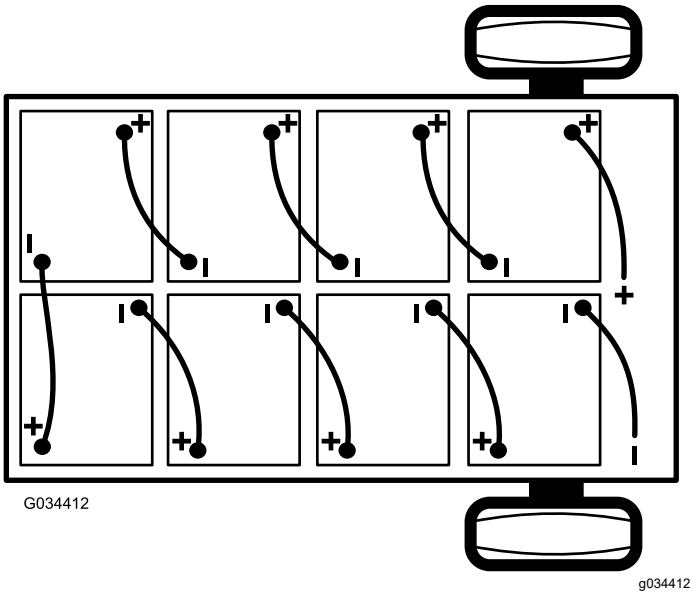

Figur 42
2. Koble fra den negative hovedbatterikabelen (svart) som kobler batteriene til maskinens jordingspunkt (Figur 42).
3. Koble fra den positive hovedbatterikabelen (rød) som kobler batteriene til maskinens hovedkontaktor (Figur 42).
Merk: Vær oppmerksom på batteripolariteten når du installerer de nye batteriene (Figur 42).
6. Koble batteriene sammen, som vist i Figur 42, med batterienes sammenkoblingskabler, som du fjernet i trinn 1.
2. Koble til den positive hovedbatterikabelen (rød) mellom batteriene og maskinen (Figur 42).
3. Koble til den negative hovedbatterikabelen (svart) mellom batteriene og maskinen (Figur 42).